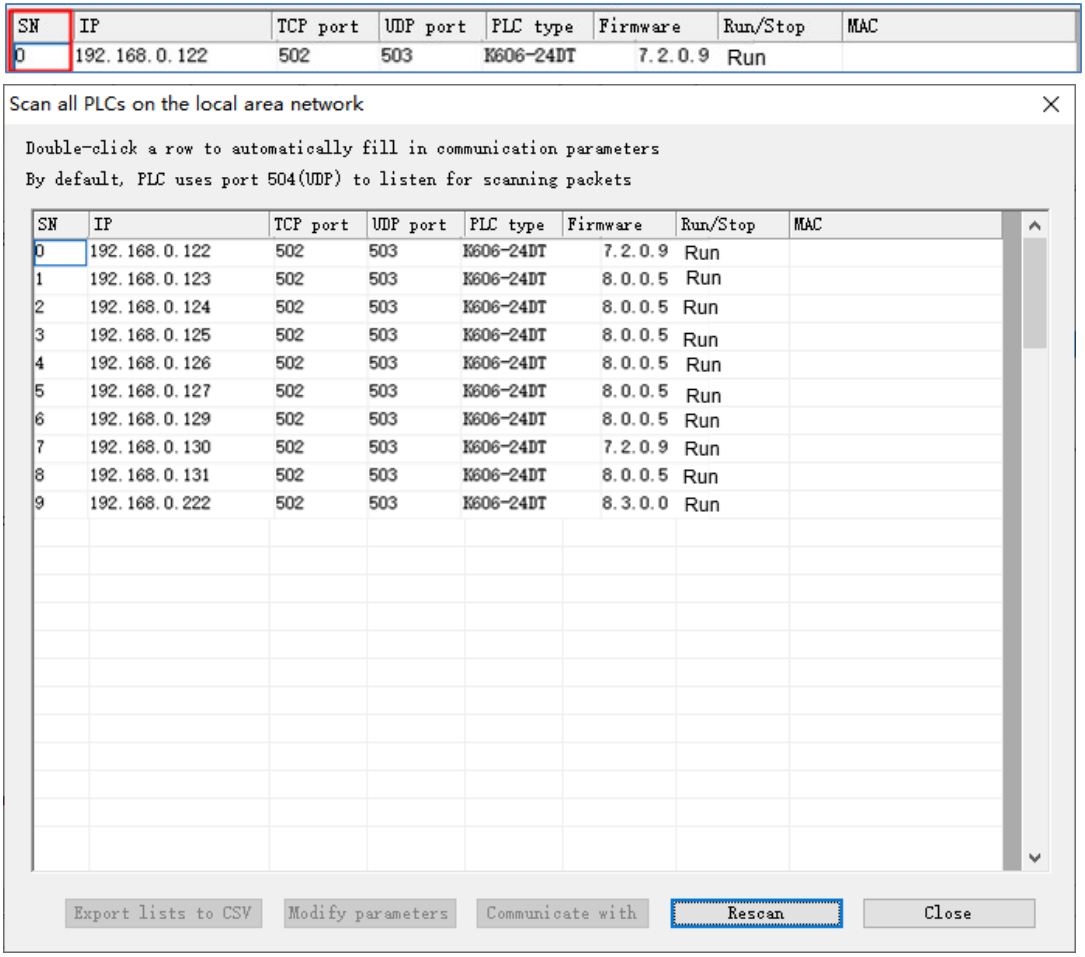
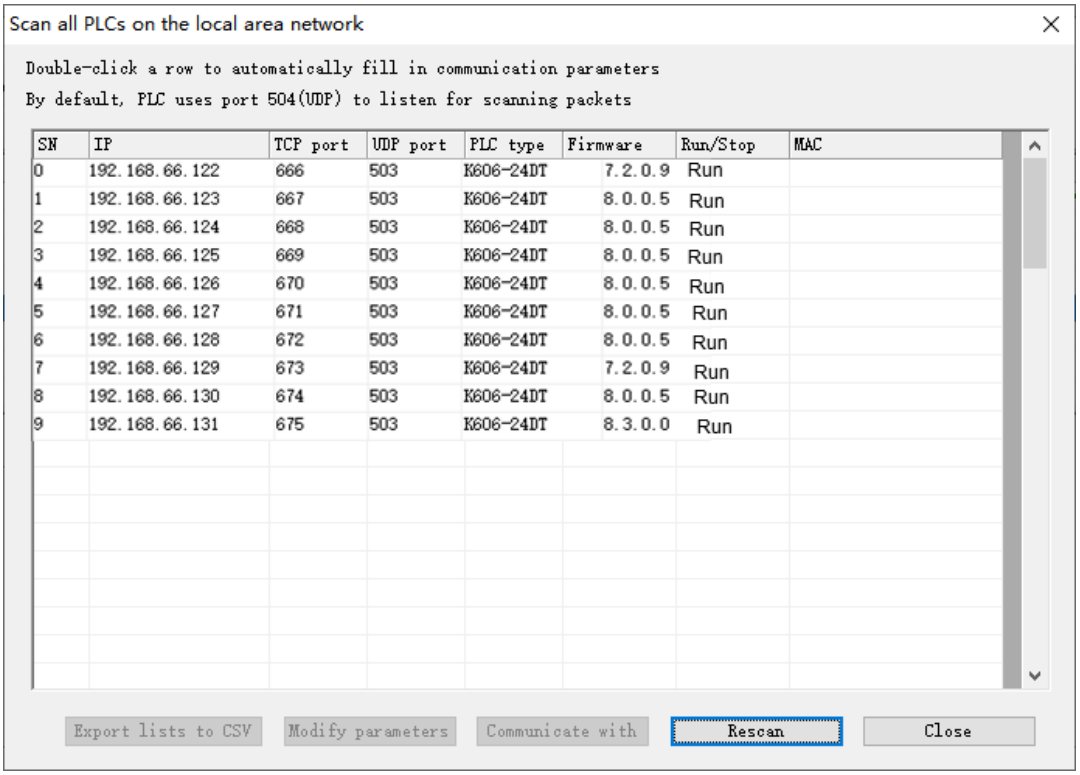

Figure 6
Figure 7
① Click yes when are not checked, all devices in the network will be modified to the same IP address, subnet mask, gateway, and port number. Figure 6.
② Click yes when are
checked，the device in the network will use this IP as the starting IP and this port as the starting port number to increase. In Figure 6, the IP addresses and port numbers of all devices in the network before modification are the same, and Figure 7 shows the effect after batch modification.
Figure 7 shows sorted IP address from small to large by different IP address